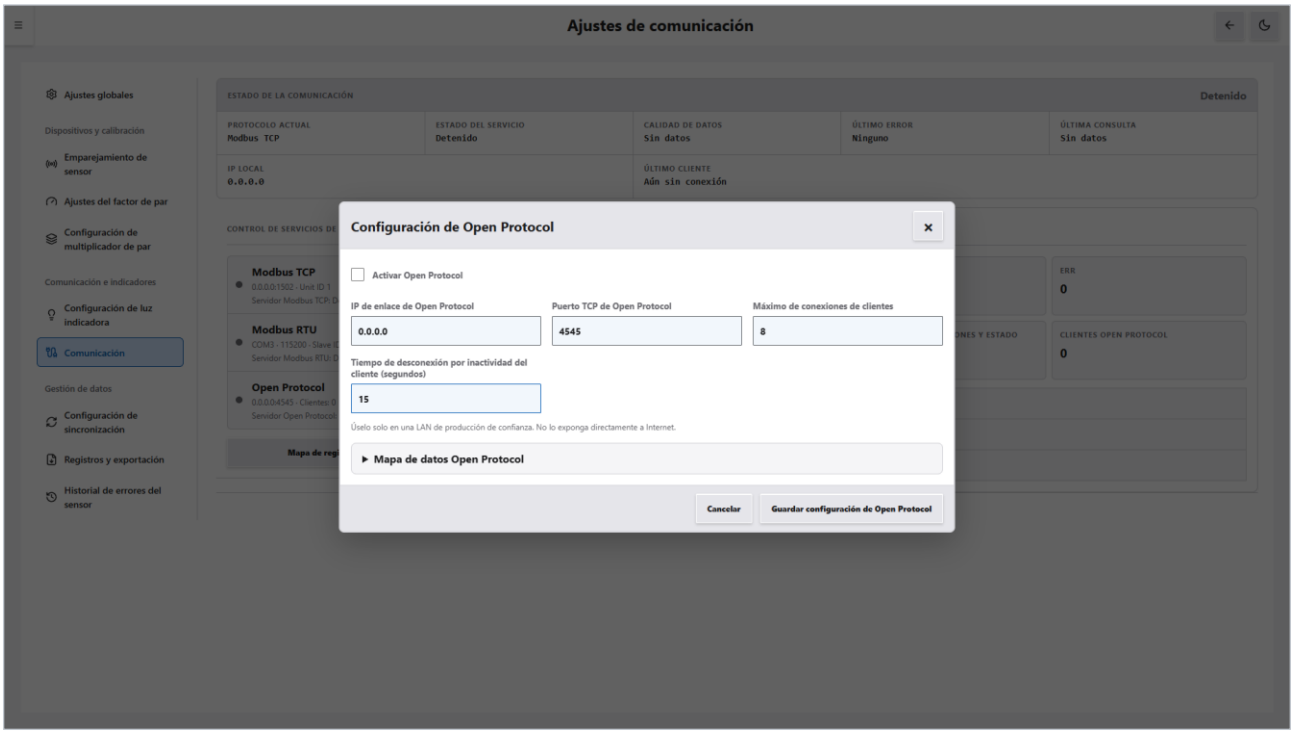

Figura 13-4 Ventana de configuración de Open Protocol
2. En «Ajustes de comunicación», haga clic en ⚙ a la derecha de la fila «Open Protocol». Aparece la ventana «Configuración de Open Protocol» (véase la Figura 13-4).